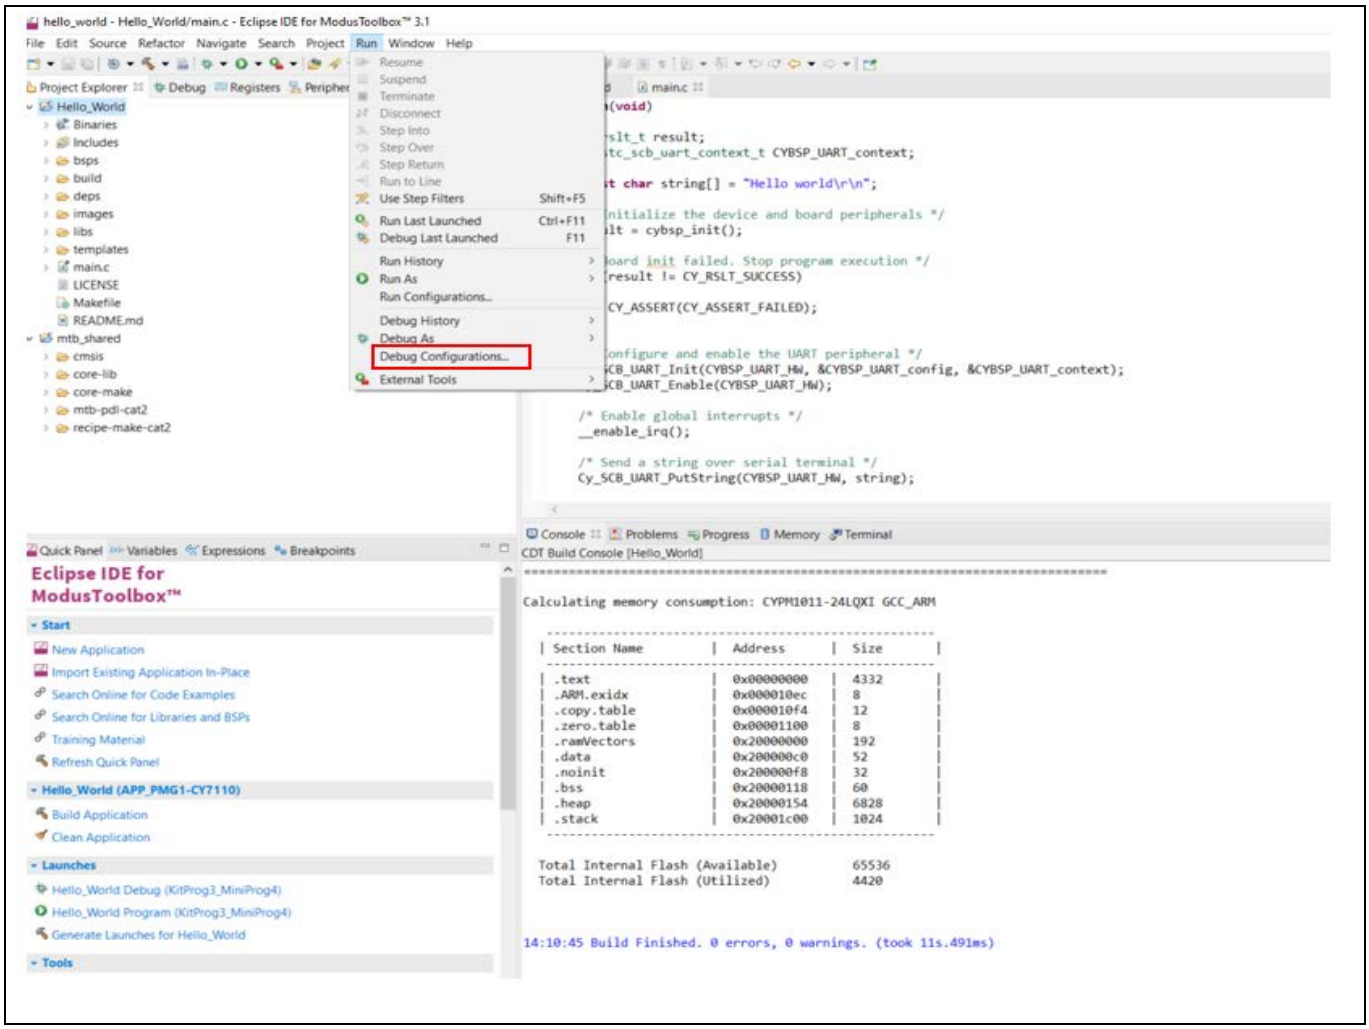

Figure 25　Run メニューから Debug Configurations の選択
4. Figure 25 に示すように、**Run** メニューに移動し、**Debug Configurations** をクリックします。